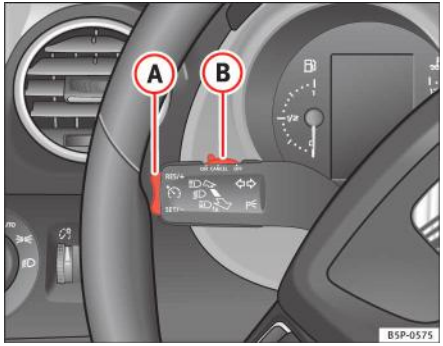

Fig. 152 Maneta pentru semnalizarea direcției și faza lungă: comutatorul și comutatorul basculant pentru tempomat
- când maneta (B) este deplasată în poziția “CANCEL” (anulare) fără a fi atinsă poziția “OFF” (dezactivat). După încheierea operației “CANCEL” (anulare), maneta este eliberată şi revine în poziția inițială.
Pentru reactivarea tempomatului, eliberați pedala de frână sau de ambreiaj sau reduceți viteza automobilului sub 180 km/h şi apăsați o dată partea superioară a butonului basculant **RES/+** ⇒ pagina 198, fig. 152 (A).